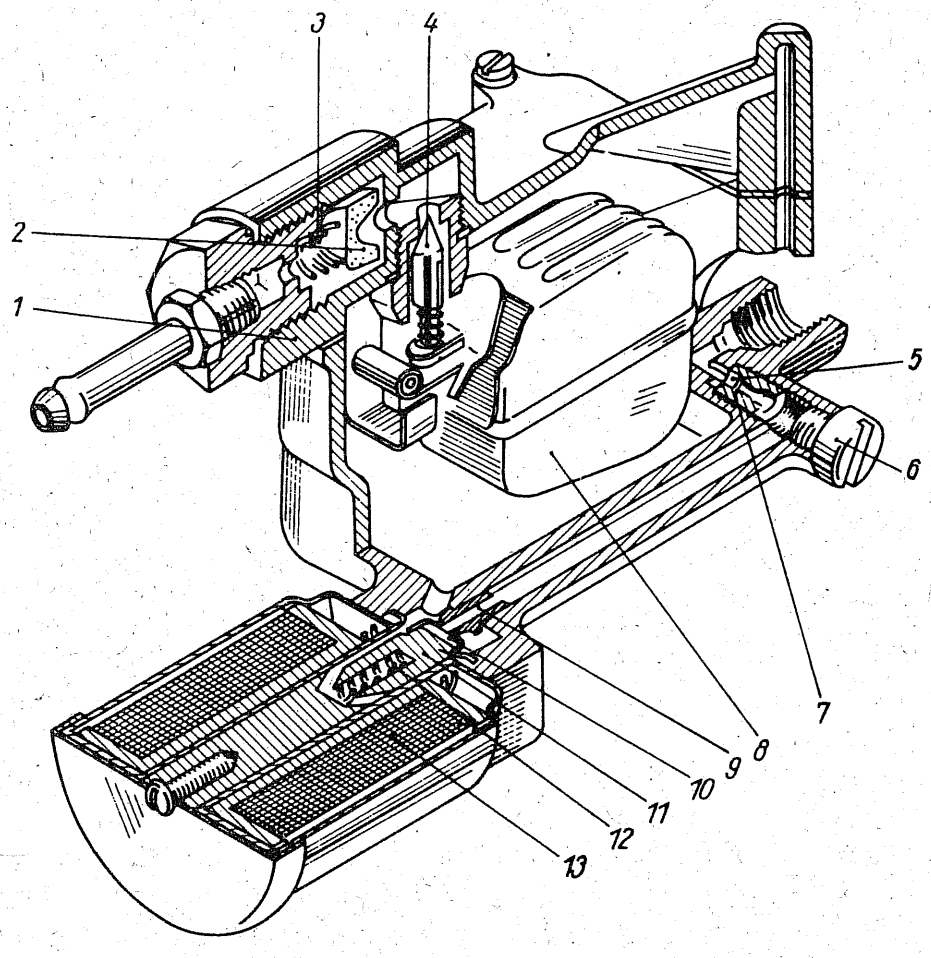
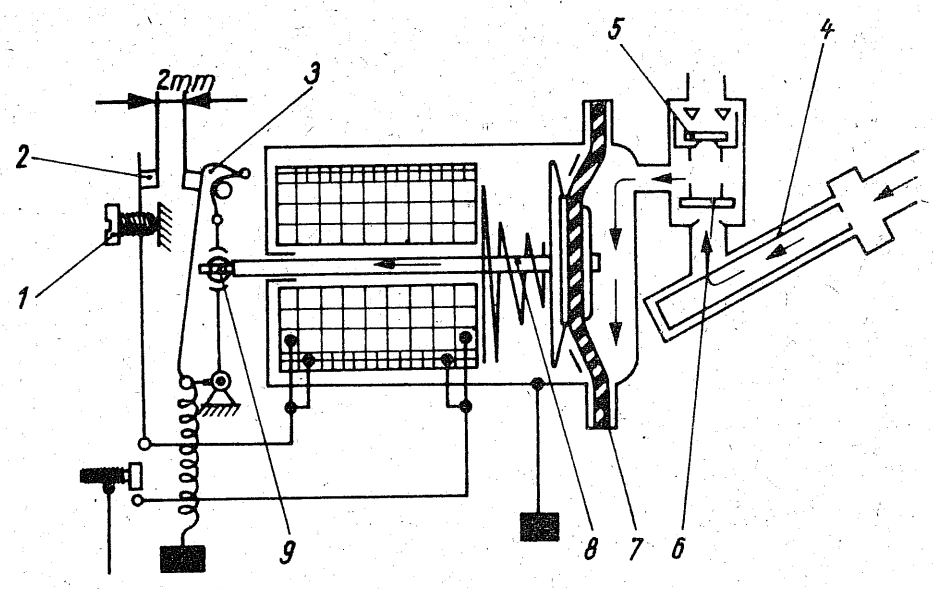

Bild 34
Bild 35
Voraussetzung für die Wirkung der vorstehenden Korrekturmaßnahmen ist, daß alle anderen zur Heizung gehörenden Bauteile einwandfrei funktionieren. Ist beisielsweise das Magnetventil (11) des Kraftstoffverbrauchsreglers (Bild 34) nicht in Ordnung, wird die Heizanlage auch nach dem Ausschalten weiterlaufen. Die Ursache ist folgende:
Beim Einschalten der zweiten Stufe der Heizung wird die elektrisch angetriebene Kraftstoffpumpe – Bild 35 zeigt die Funktionsweise – in Betrieb gesetzt. Sie fördert den Kraftstoff zum Kraftstoffverbrauchsregler. Durch das gleichzeitige Freigeben des schon erwähnten Düsenkanals durch das elektromagnetische Ventil (11 in Bild 34) gelangt der Kraftstoff in den Brennraum der Heizung, entzündet sich an der Glühkerze, und die Heizanlage beginnt zu arbeiten. Störungen an der Kraftstoffpumpe können an ihrem elektrischen Teil (verschmorte Kontakte), aber auch an der Kraftstoff fördernden Seite durch Verhärtung der Membran oder undichte Ventile auftreten.
Der Vorwärmprozeß wird bekanntlich durch Ziehen des Heizungsschalters in die erste Stufe eingeleitet. Mitunter kommt es hierbei nun vor, daß die Heizung bei dieser Schalterstellung bereits anspringt (der Gebläsemotor läuft schneller, die Kontrollampe leuchtet auf), obwohl kein direkter Fehler in der Heizanlage vorliegt. Die Ursache ist das schon erwähnte Magnetventil (11 in Bild 34), das durch Verunreinigung nicht mehr dicht schließt und infolgedessen schon Kraftstoff in die Brennkammer gelangen läßt. In einem solchen Falle wird der Heizungsschalter drei- bis viermal in die zweite Stufe gezogen und die Heizung danach völlig abgeschaltet. Sie läuft in diesem Falle noch 5 ... 8 Minuten weiter, bis der im Düsenkanal befindliche Kraftstoff verbraucht ist. Dann bleibt sie endgültig stehen. Jetzt kann sie wieder wie normal in Betrieb genommen werden. Meist ist durch das mehrmalige Ziehen des Schalters und somit Einschalten der Heizung der Schmutz aus der Düse herausgespült worden. Ist das nicht der Fall, so wiederholt man den Einschaltvorgang mehrere Male. Eigene Erfahrungen besagen, daß die Heizung beim vierten Mal bestimmt richtig anläuft und danach auch normal funktioniert. Klappt das nicht, so ist, wie im Abschnitt „Kraftstoffverbrauchsregler" beschrieben, das Magnetventil zu säubern.
Ein anderes Beispiel: Ist die Heizung richtig angelaufen und geht sie dann aber wieder aus und ist außerdem Kraftstoff zu riechen, so ist in der Regel das Nadelventil (4 in Bild 34) undicht, und der Kraftstoff läuft ins Freie. In diesem Falle ist die Heizung ab- und nach Stillstand wieder einzuschalten. Ist der Fehler damit nicht behoben, ist das Nadelventil zu reinigen bzw. zu wechseln.
Im übrigen beeinflußt die Größe der Durchlaßöffnung der Düse (7 in Bild 34) die Heizleistung und damit auch den Kraftstoffverbrauch der Heizung. Weicht also der Kraftstoffverbrauch von den vorstehend genannten Werten erheblich ab, so kann als Ursache dafür diese Düse in Frage kommen. Bevor man jedoch Veränderungen hieran vornimmt, konsultiert man zweckmäßigerweise einen Fachmann.
Beispiel: Der Antriebshebel ist um 1,6 mm versenkt, die Antriebsstange steht 1,2 mm hervor. Um einen Arbeitshub der Kraftstoffpumpe von 1,2 ... 1,8 mm zu gewährleisten, müssen die 1,2 mm zu den 1,6 mm hinzugezählt werden; also 1,6 mm + 1,2 mm = 2,8 mm. 2,8 mm ist somit das Maß, um welches der Antriebsstößel (15) herausragen muß. Dieses Maß wird durch Wegnehmen oder Zulegen von Beilagen (13) erreicht. Die Kraftstoffpumpe kann danach eingebaut werden. Hierbei sind die Befestigungsmuttern nicht übermäßig anzuziehen, da sich anderenfalls der Flansch der Pumpe verzieht und Öl durchläßt. Im Rahmen der Leistungsverbesserung des Saporoshez wird neuerdings auch eine neue Kraftstoffpumpe, und zwar die Pumpe vom Shiguli/Lada, eingebaut. Diese Pumpe arbeitet im Prinzip so wie die in Bild 35 gezeigte. Ein Austausch der Pumpen ist jedoch nicht möglich; die Anschlüsse der Kraftstoffleitungen sind jeweils anders.